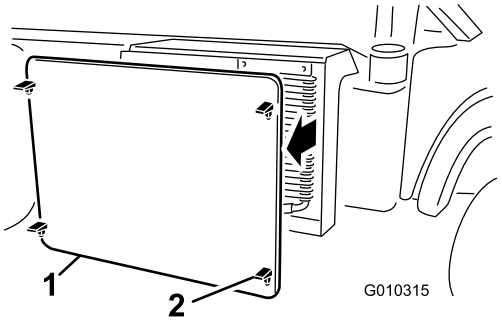

Figuur 58
2. Koppel het radiateurscherm aan de voorzijde van de radiateur los en verwijder het scherm (Figuur 58).